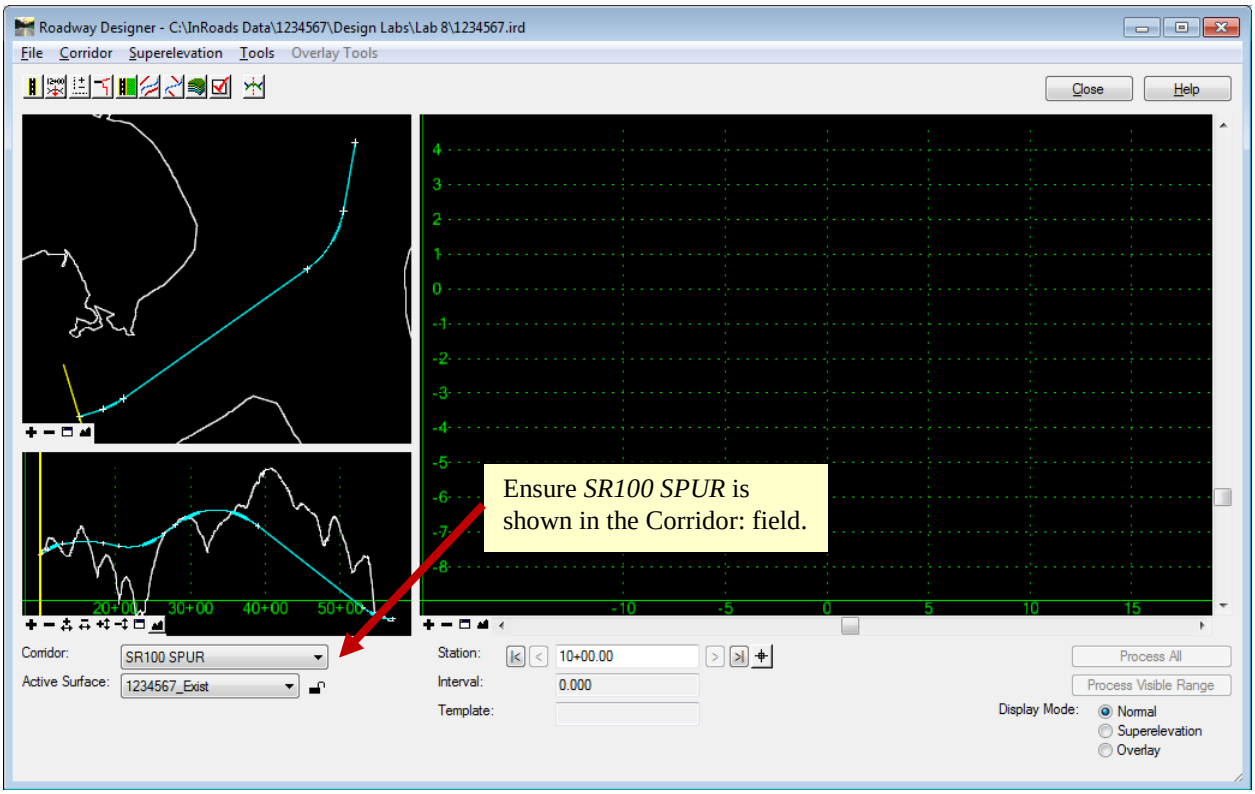

Figure L8-6 Roadway Designer
• In the **Roadway Designer** Window, use the pull down arrow next to the **Corridor:** field to ensure ***SR100 SPUR*** is listed as shown in *Figure L8-6*. • In the **Roadway Designer** Window, select **File ► Save**. *'SR100 SPUR' has been created and is now the Active Corridor.*